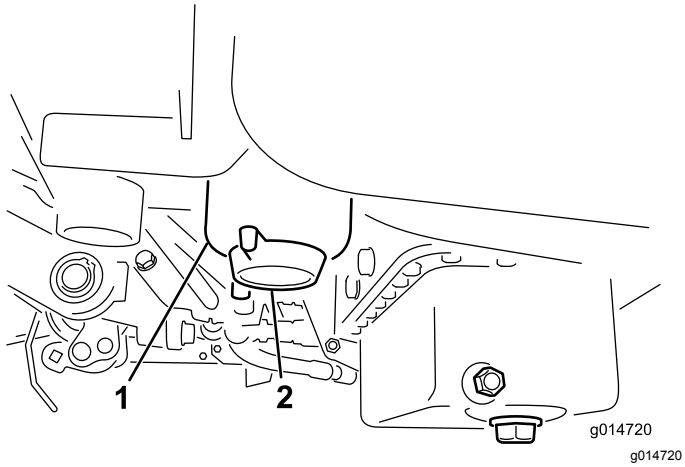

Figur 42
2. Rengjør området der filterboksen skal festes (Figur 42).
4. Åpne tappepluggen (Figur 42).